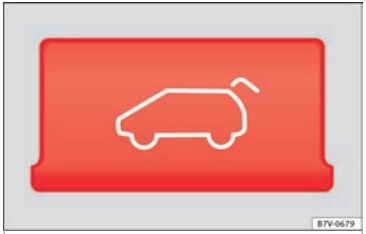

Afb. 6 Deel van de middenconsole: knop van de achterklepontgrendeling.
- Druk de knop op de middenconsole **››› afb. 6** in. De achterklep gaat automatisch open.